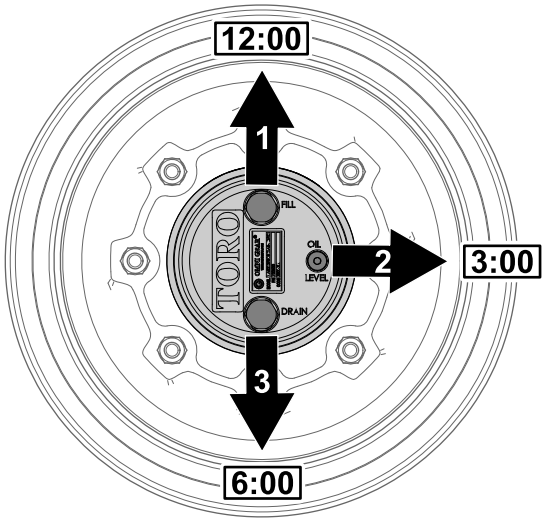

**Рисунок 100**
1. Припаркуйте машину на ровной поверхности, расположите колесо так, чтобы пробка заливного отверстия находилась в положении «12 часов», пробка контрольного отверстия – в положении «3 часа», а пробка сливного отверстия – в положении «6 часов» (Рисунок 100).
2. Снимите пробку контрольного отверстия, расположенную в положении «3 часа» (Рисунок 100).
см. Рисунок 100 в разделе Проверка масла в планетарном редукторе (страница 73).